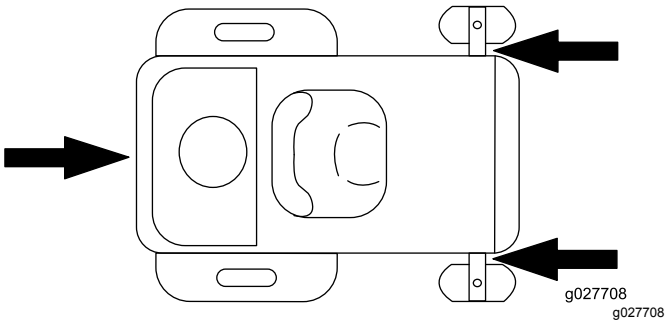

Figur 29
5. Fastgør maskinen i nærheden af de forreste styrehjul og den bageste kofanger (Figur 29).